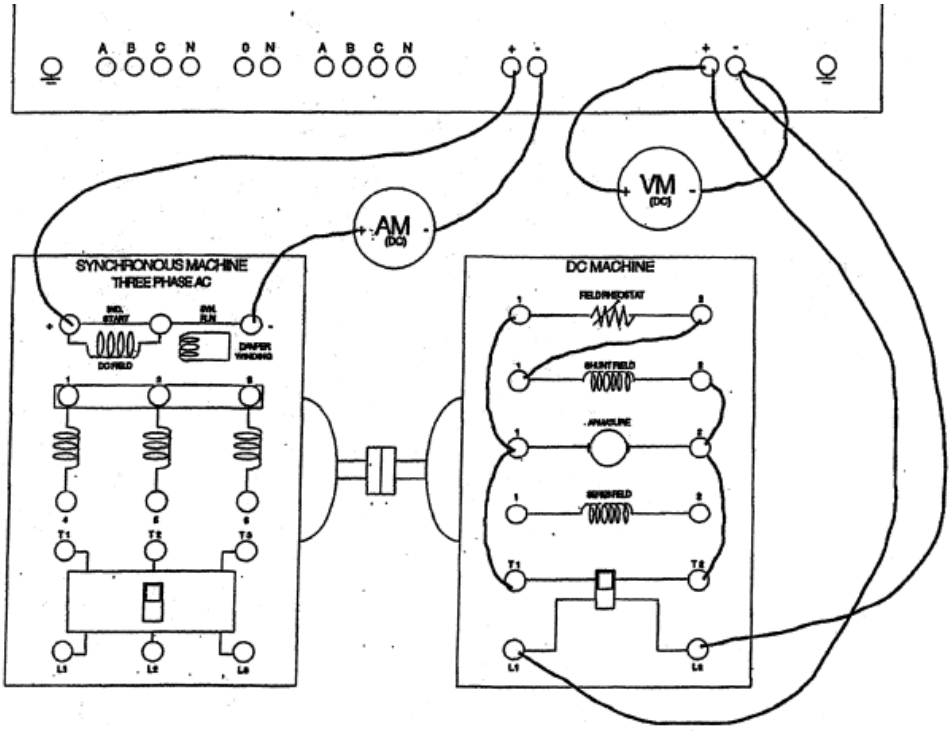

Figure 1: Connection diagram of synchronous generator and DC motor
1.Connect the circuit as shown in Figure 1.